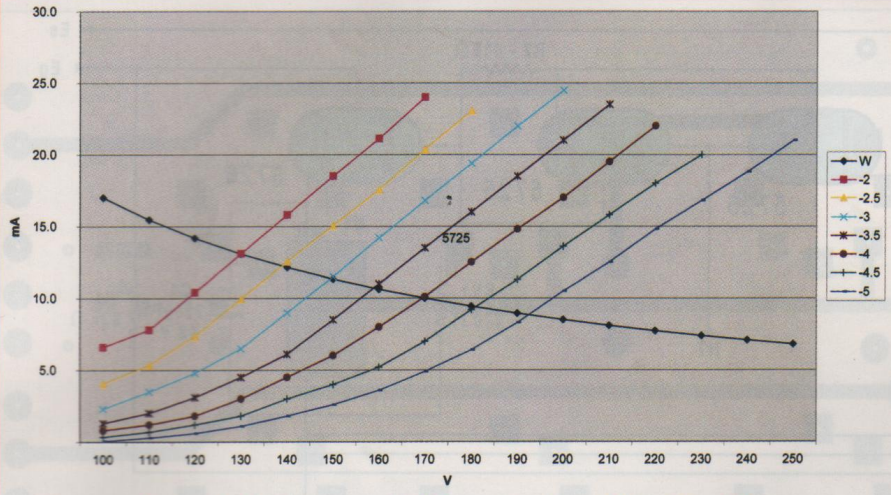

Figure 9 : Courbes caractéristiques montage 2 (A + G2 + G3)
triode est particulièrement linéaire et que le montage 2 donne une pente plus importante (**figures 9 et 10**).
Si l'impédance de charge est inférieure à 1 kΩ, il faudra alors retoucher davantage, en abaissant la valeur de la résistance de RV2 et celle de RV5. Ceci aura pour effet d'augmenter le débit anodique de T32, T42 pour la voie (1) et T33, T43 pour la voie (2). Attention à ne pas dépasser la courbe de dissipation anodique de la figure 9.